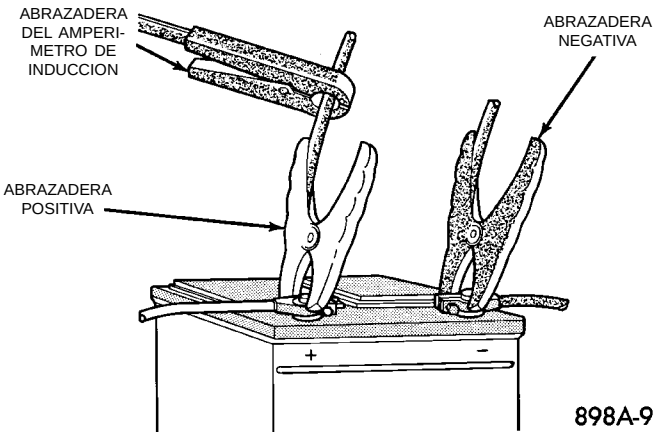
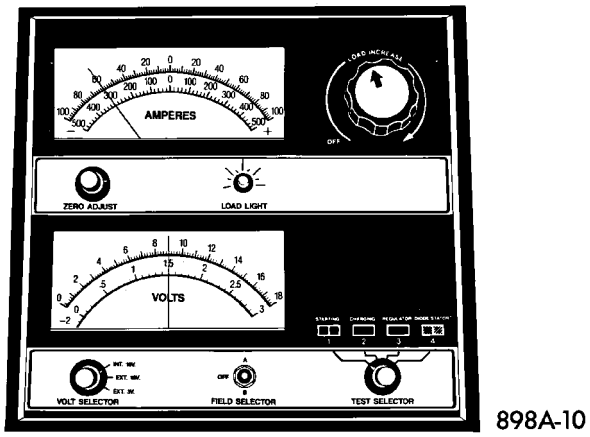

Fig. 8 Conexiones del probador de carga del voltímetro
Fig. 9 Elimine la carga superficial de la batería
(1) Retire ambos cables de la batería, comenzando por el negativo. La parte superior de la batería, los cables y los bornes deben estar limpios. Si no se ve el punto verde en el indicador, cargue la batería. Consulte Procedimientos de carga de la batería.
(2) Conecte un Voltímetro/amperímetro/probador de carga a los bornes de la batería (Fig. 8). Gire la perilla de control de carga del reostato de placas de carbón para aplicar una carga de 300 amperios. Mantenga esta carga durante 15 segundos para eliminar la carga superficial de la batería y vuelva a colocar la perilla en la posición OFF (Fig. 9).
(2) Conecte un voltímetro/amperímetro/probador de carga a los bornes de la batería (Fig. 8).Gire la perilla de control de carga del reostato de placas de carbón para aplicar una carga de 300 amperios. Mantenga esta carga durante 15 segundos para eliminar la carga superficial de la batería y vuelva a colocar la perilla en la posición OFF (Fig. 9).